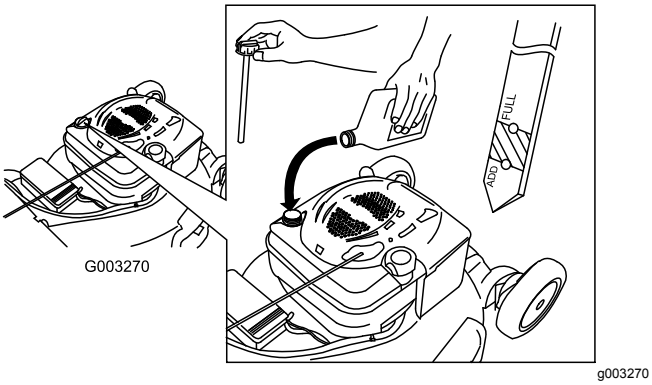

**Rysunek 38**
12. Wyjmij wskaźnik oleju i odczytaj poziom oleju; patrz Rysunek 38.